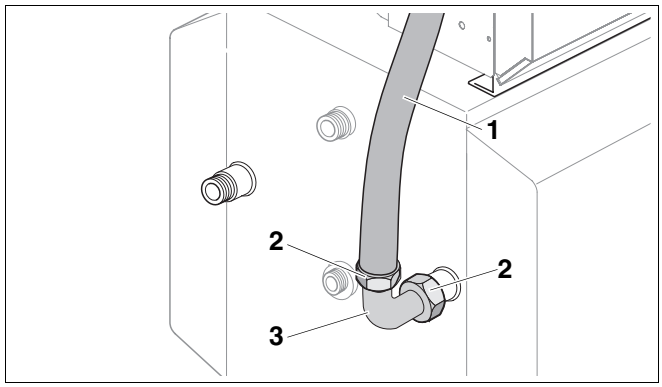

Afb. 7 Retouraansluiting monteren
- Plaats de dichting (afb. 7, **pos. 2**) in de wartelmoer van de hoek (afb. 7, **pos. 3**) en schroef de hoek aan de boilerretour (RS).
- Plaats de dichting (afb. 7, **pos. 2**) in de wartelmoer van de metalen flexibel (afb. 7, **pos. 1**) en schroef ze aan de hoek.